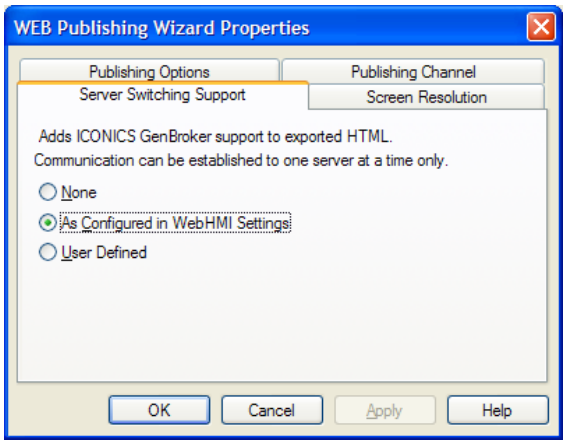

Figure L6.2: Server Switching Support
3. Click the **Advanced** button and view the **Server Switching Support** tab, as shown in **Figure L6.2.** We will leave this set to **As Configured in WebHMI Settings.** This will create a reference in the resulting HTML file to the **Default.gbx** file as the GenBroker Configuration file to be used on the WebHMI clients.